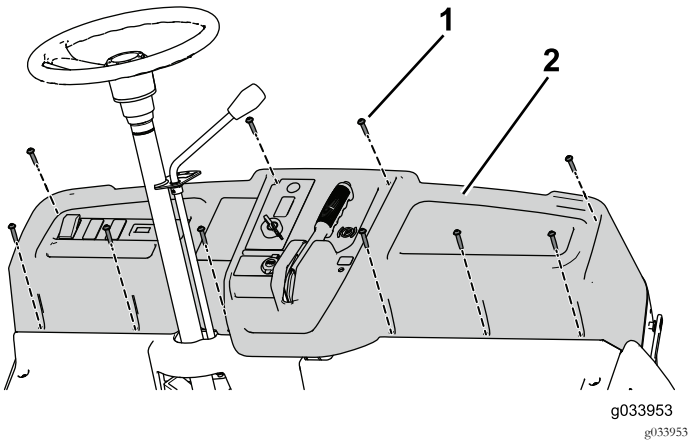

Figura 12
6. Retire e guarde os 10 parafusos (¼" x 1¼") para remover parcialmente o painel de instrumentos e desligue os cabos do travão de mão, do acelerador e das mudanças (Figura 12).